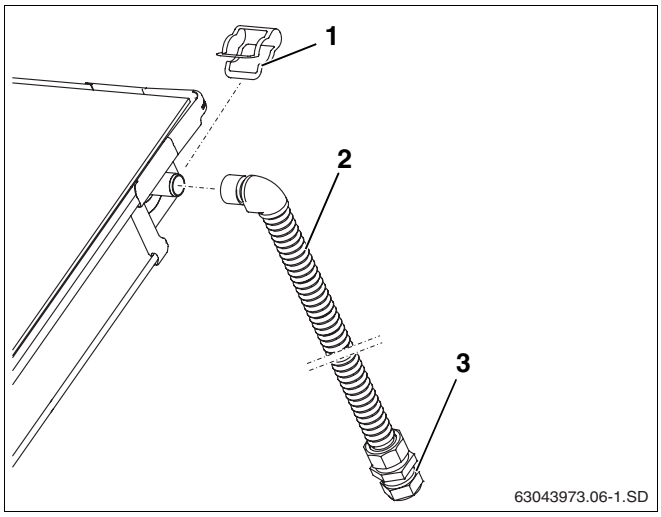

Abb. 34 Vorlaufleitung montieren (ohne Entlüfter am Dach)
- Anschlussrohr (1000 mm, Abb. 34, **Pos. 2**) auf den Vorlaufanschluss des Kollektorfeldes schieben und mit Klammer (Abb. 34, **Pos. 1**) fixieren.
- Sammelleitung an die Klemmringverschraubung anschließen (Abb. 34, **Pos. 3**).